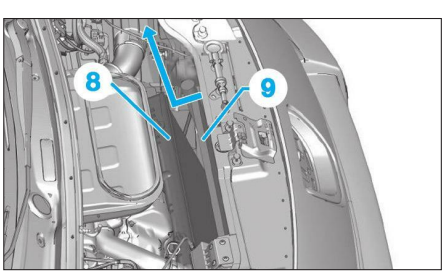

**Fig. 8**
• Ecarter le radiateur de refroidissement moteur (8) **(Fig.8)**.
• Déposer le condenseur (9) suivant le sens de la flèche.